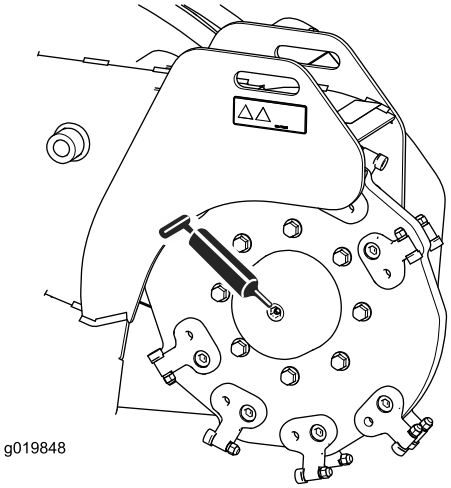
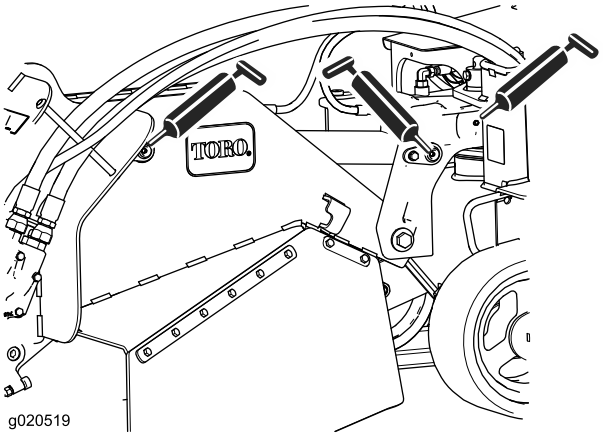

Figuur 26
Figuur 28
3. Sluit een smeerpistool aan op elke smeernippel (Figuur 26 tot Figuur 28).